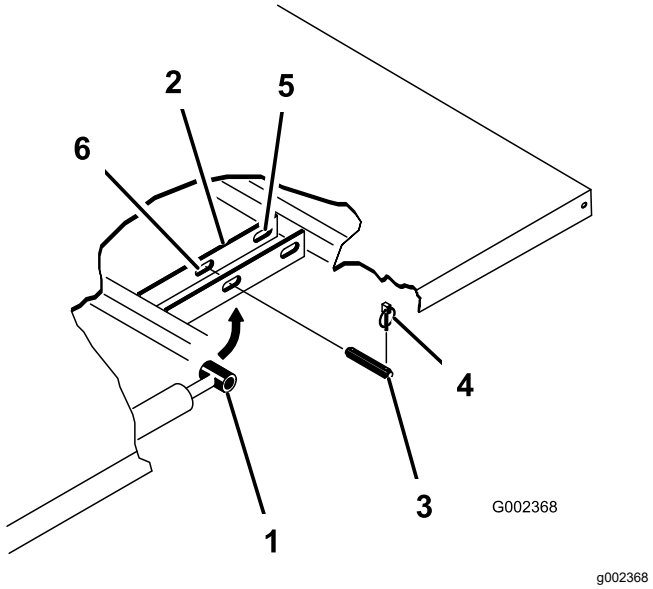

Figura 23
3. Retire los pasadores de seguridad de los extremos exteriores de los pasadores de las varillas de los cilindros (Figura 23).
4. Retire los pasadores que fijan las rótulas de las varillas de los cilindros a las chapas de montaje de la plataforma empujando los pasadores hacia dentro (Figura 23).
5. Retire los pasadores de seguridad y los pasadores que fijan las placas de giro a los perfiles del bastidor (Figura 23).